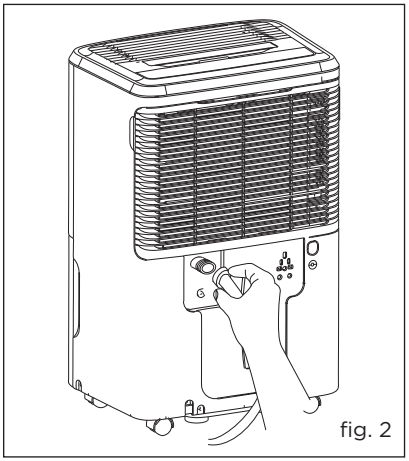

fig. 2
c. Insert the female threaded end of the hose onto the drain connector of the unit. (fig.2)